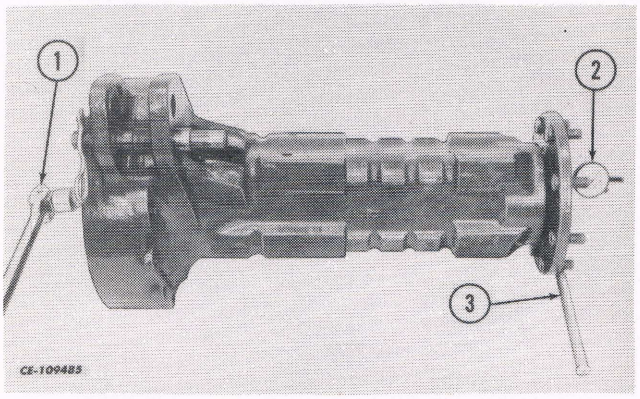

Fig. 11
10. While turning the axle, drive the inner bearing cone on the axle until the planetary carrier assembly can be installed, using the 5/8 NF cap screw. Tighten the cap screw to position the inner bearing so there is from 0.03-0.25 mm (0.001-0.010 in) end play. Check with a dial indicator. Refer to Fig. 11.